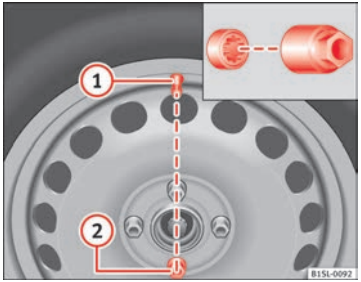

Fig. 145 Changing a wheel: Tyre valve ① and position of anti-theft wheel locking bolt ②
For wheels with full hubcap, the anti-theft wheel lock must be threaded into position ⇒ Fig. 145 ② before mounting the hubcap. Otherwise it will not be possible to mount the full hubcap.
- Insert the adapter onto the wheel bolt ⇒ Fig. 145. Push it on as far as it will go.